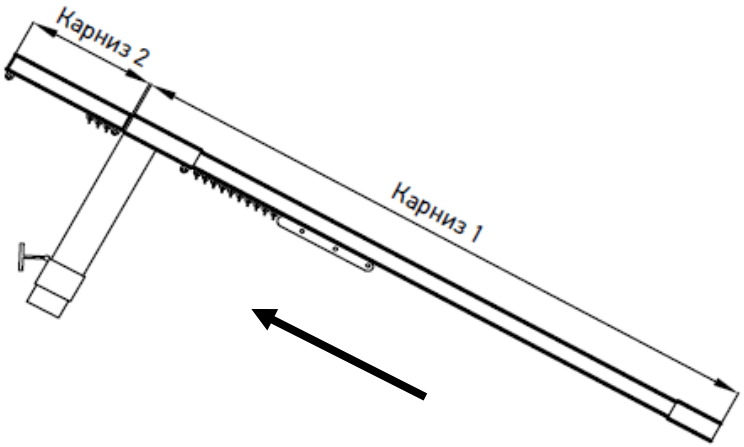

Рис. 3.1
3.1. Открытие шторы к приводу (Рис. 3.1).